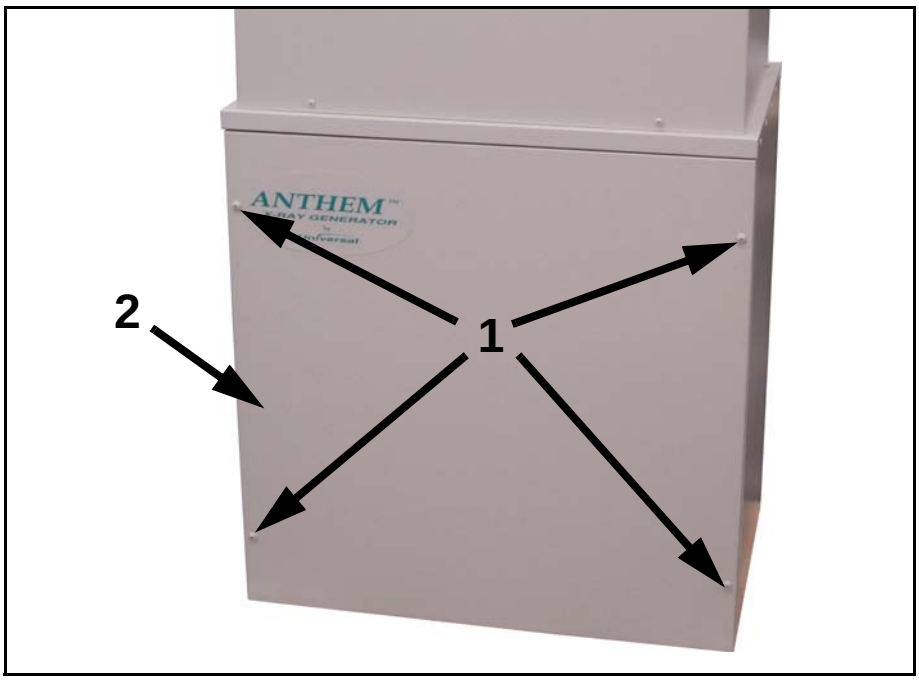

Figure 6-1. Front Panel Removal
2. Unscrew four front panel screws (1 in Figure 6-1) and remove front panel (2).